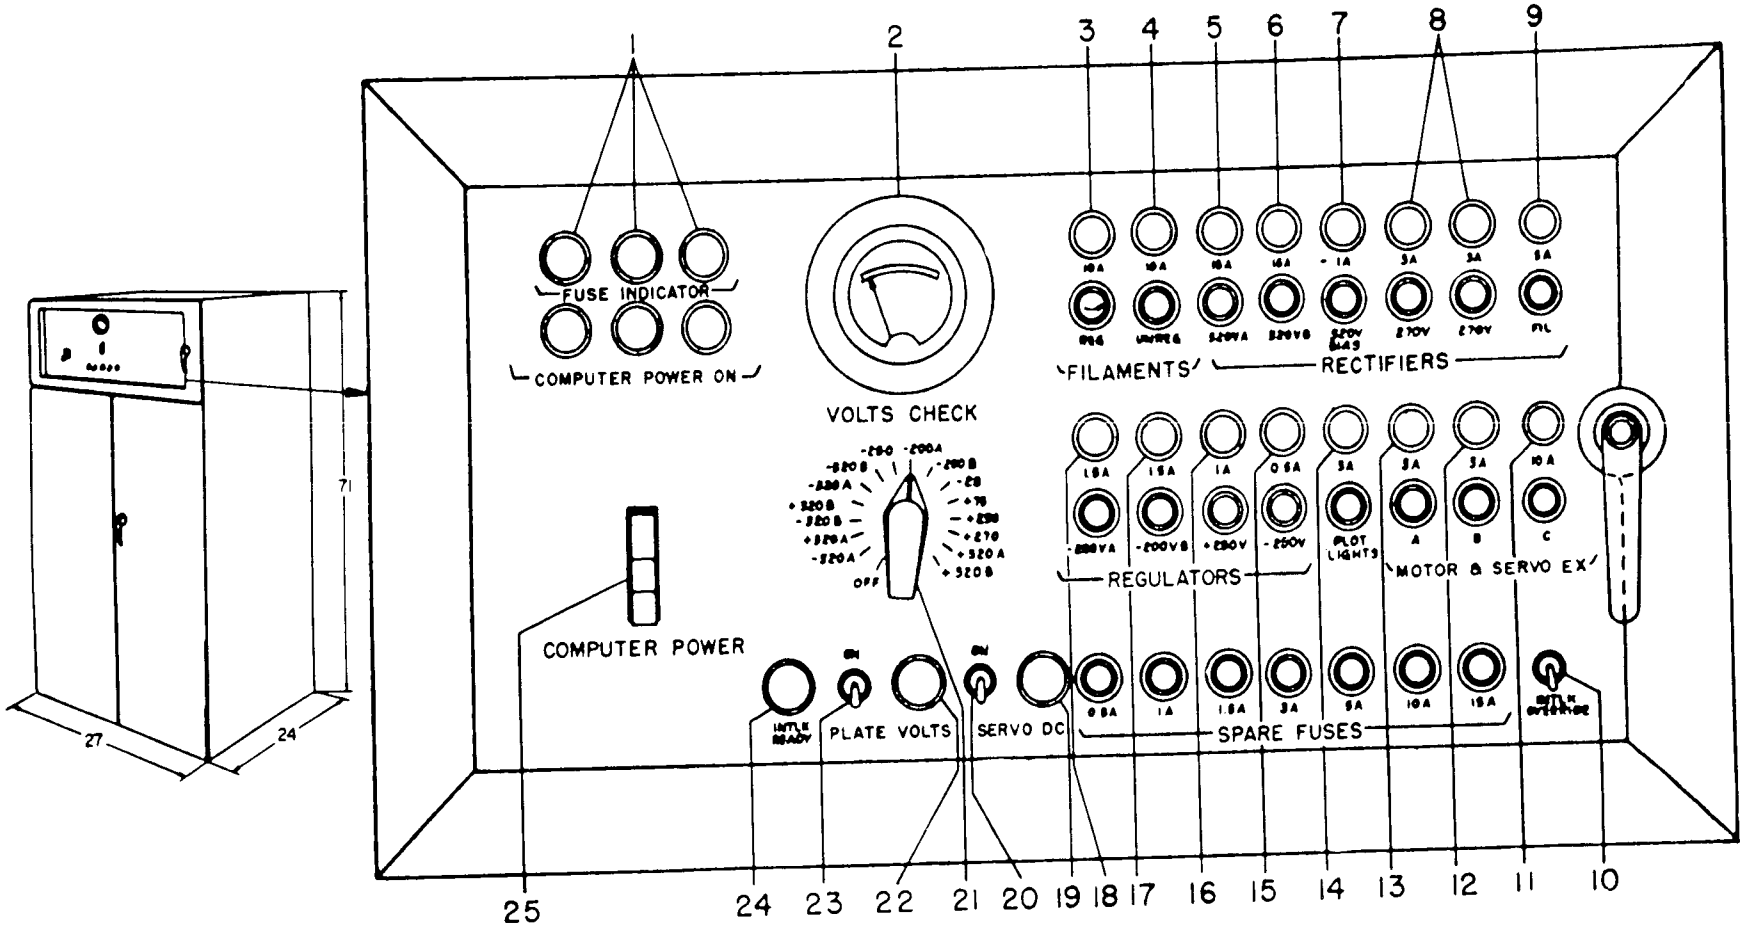

*Figure 15. Computer power cabinet.*
(3) *Computer power cabinet.* This cabinet is located to the right of the computer servo cabinet. It contains the computer power control panel, and various power supplies and controls for the computer assembly. Figure 15 shows the computer power cabinet. Table XI shows the controls and indicators for the computer power control panel.